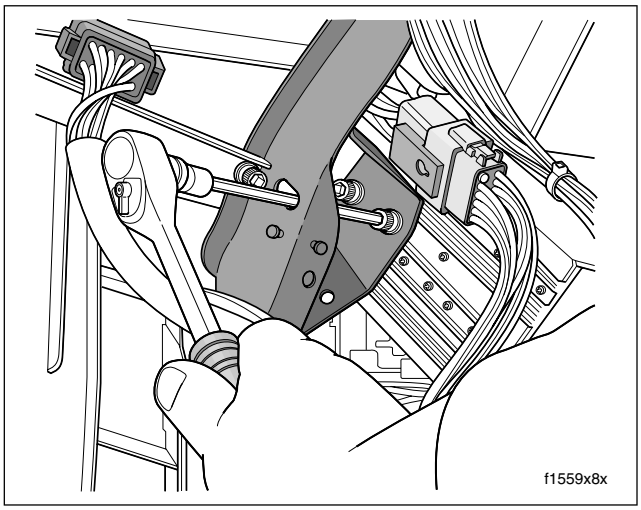

Figure 8-159. Release Radio from Fairing Brackets (FLHTC/U)
a. Using a long shank ball end socket (Snap-on® FABL6E), remove four socket head screws to release radio (storage box on FLHT) from left and right radio support brackets. Use oblong holes in fairing brackets to access screws. See Figure 8-159.